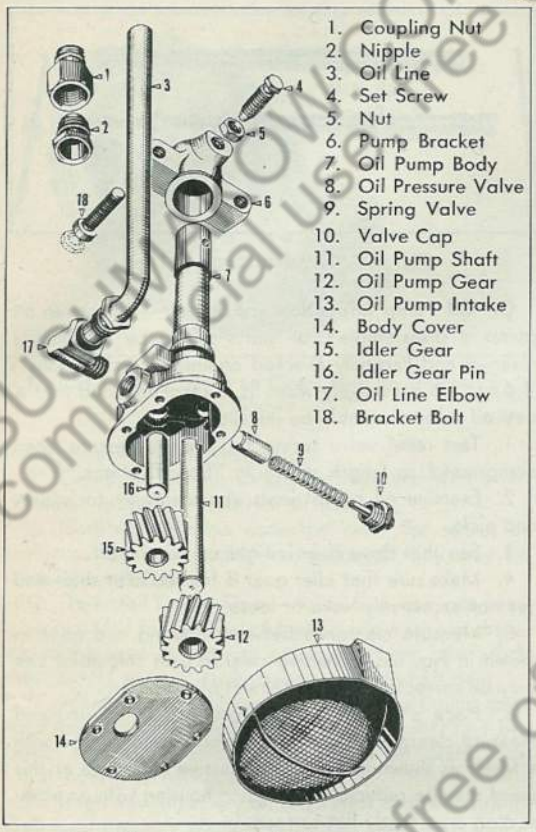

Fig. 62 Disassembled View of Oil Pump
E. Pressure Relief Valve—Oil pump is fitted with a non-adjustable pressure relief valve of the type shown in Fig. 62. Relief valve consists of a plunger, a spring and a cap. When oil pressure is raised above operating requirements, pressure overcomes spring tension and unseats plunger which allows oil to be bypassed through bypass hole.